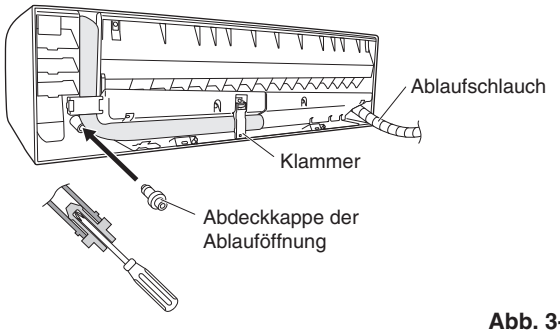

Abb. 3-30
(d) Den Ablaufschlauch an der linken Seite und die Abdeckkappe der Ablauföffnung an der rechten Seite wieder anbringen. (Abb. 3-30)
(3) Die Inneneinheit an der Rückwand installieren.
(4) Die von außen nach innen verlegten Leitungen und Kabel anschließen.
(5) Eine Undichtigkeitsprüfung durchführen, die Leitungen mit Bewehrungsband bündeln, und das Bündel dann in der dafür vorgesehenen Aufnahme an der Rückseite der Inneneinheit unterbringen und mit Klammern befestigen. (Abb. 3-30 und 3-32)